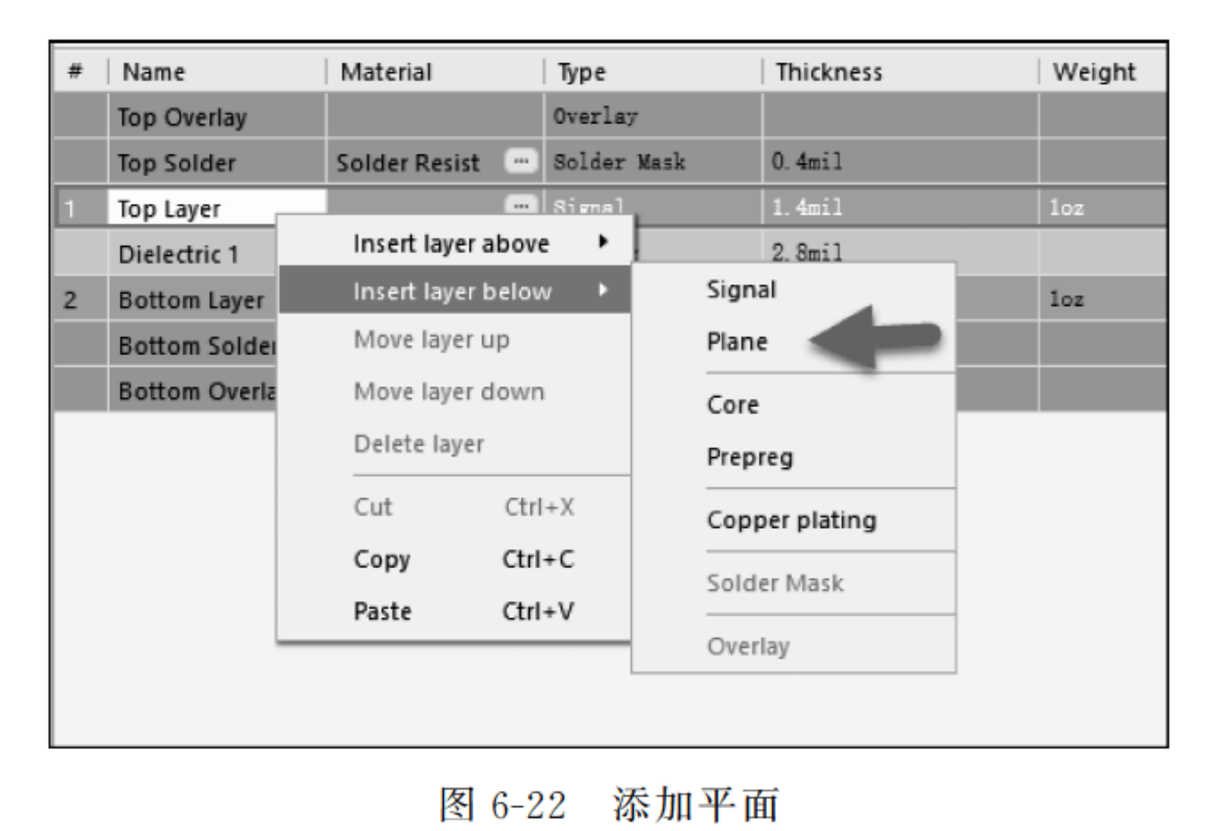

图 6-22 添加平面
(2) 选择在 Top Layer 下方添加两个平面，则将光标移到 Top Layer 处，右击，从弹出的快捷菜单中执行 Insert layer below→Plane 命令，作为地平面。如图 6-22 所示。再次添加一个 Signal，作为电源平面，可得到如图 6-23 所示的叠层。